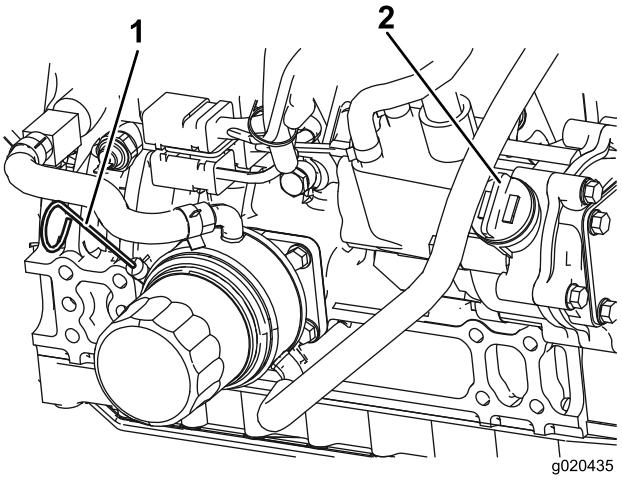

図 10
3. ディップスティックを抜き取り、付いているオイルをウェスで拭き、もう一度一杯に差し込んで抜きとる。FULL マークとADDマークの間にあればよい図 10。
4. オイルの量が少ない場合は、補給キャップ図 10を取り、Full とADDの間の位置までオイルを補給する。**入れすぎないこと。**